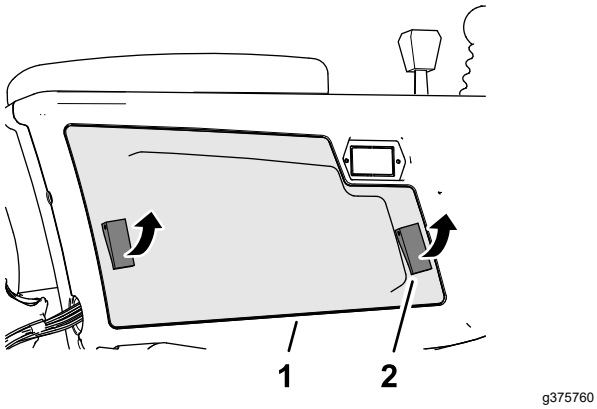

Figuur 98
2. Open de 2 vergrendelingen waarmee de kap van de bedieningsarm is bevestigd aan de bedieningsarm, en verwijder de kap (Figuur 98).